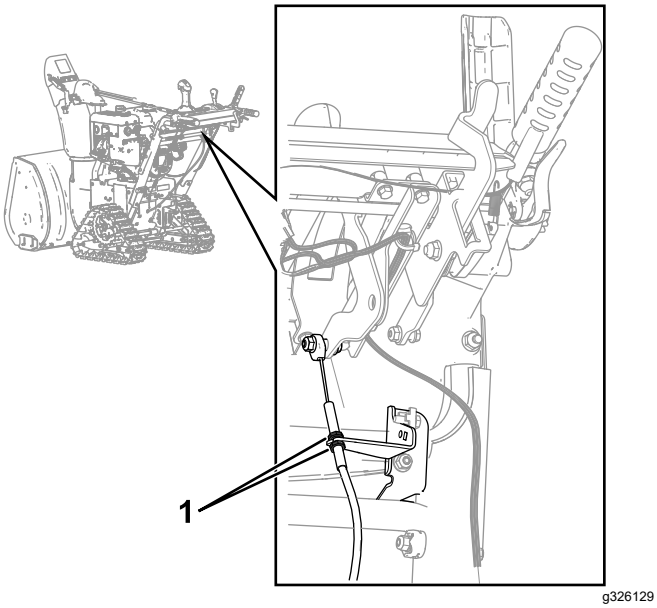

**Figure 5**
B. Desserrez les 2 écrous sur le câble de vitesse qui reposent sur le support du sélecteur de vitesses, situé sous le panneau de commande (Figure 5).